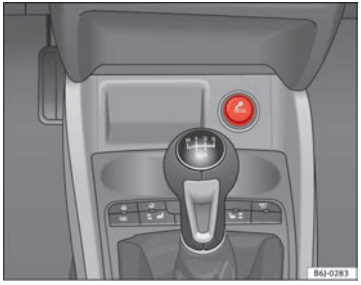

Fig. 85 Lighter
– Press on the cigarette lighter ⇒ Fig. 85 to activate it ⇒ ⚠.